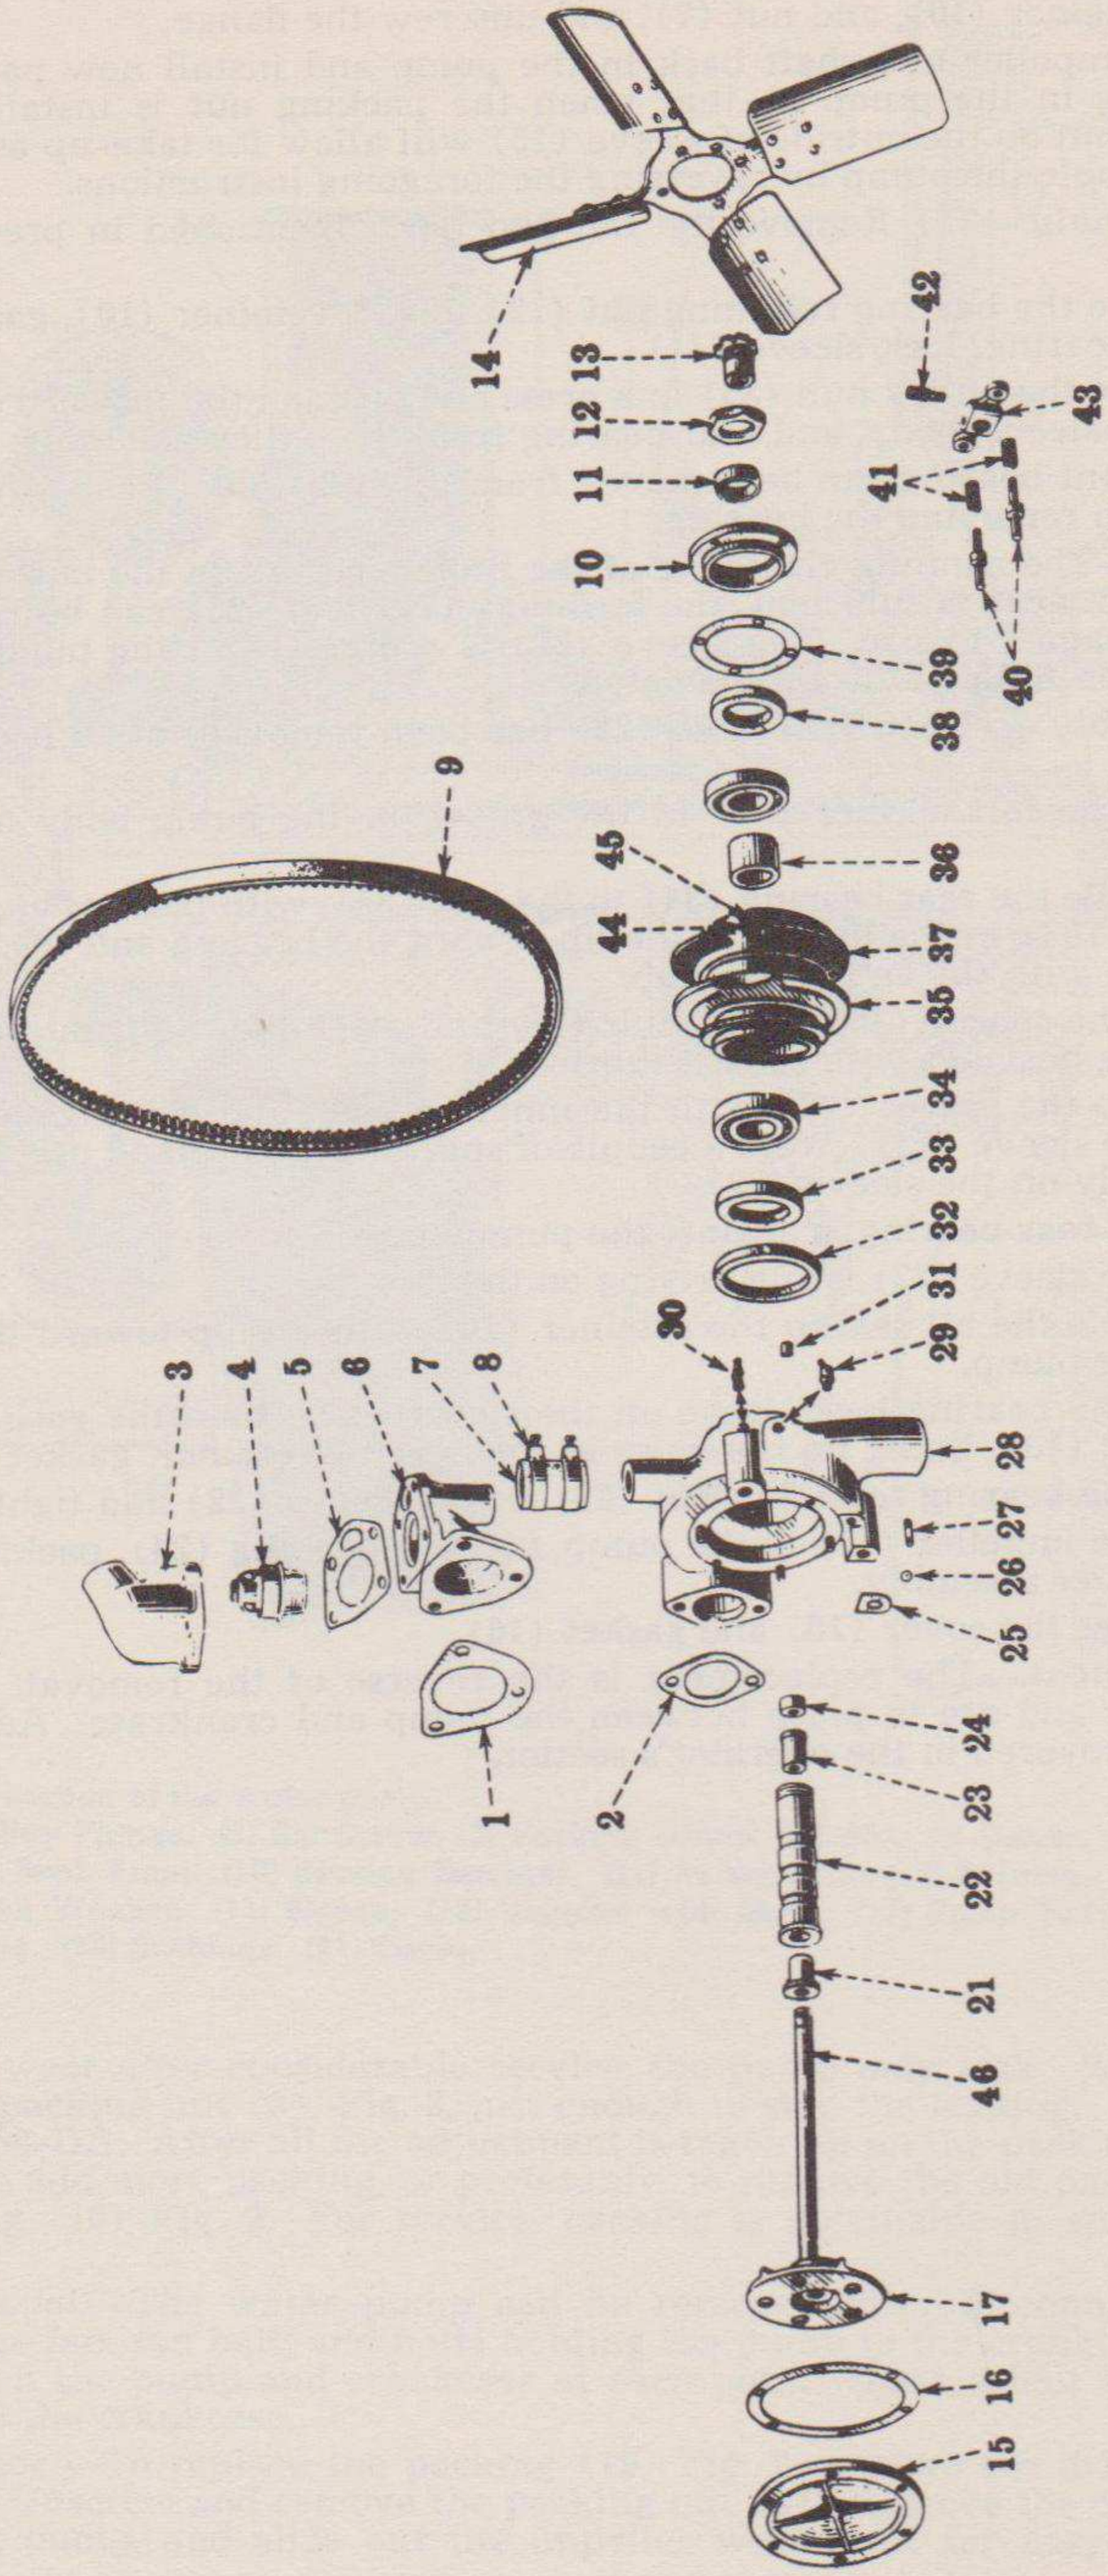

Fig. 3—Exploded view of the water pump.
d. Disassembly.—(1) Remove the fan and parts mentioned in preceding paragraphs.
(2) Remove the bearing retaining nut (12), Fig. 3, retainer (10), gasket (39), oil seal (38) and bearing, lock sleeve (11).
(3) Support the pulley hub (35) in a press and push on the forward end of sleeve (22), removing sleeve, body, and rear bearing from the pulley assembly.
(4) The front bearing can be removed from the hub (35). Be careful to support both races when removing the bearing.
e. Repair.—The running clearance of the impeller shaft in the bushings is .0015" to .0025". When wear is sufficient, the bushings (21) and (23) can be replaced with service parts reamed to size. The sleeve (22) is a press-fit in the pump body (28). The shaft (46) is .6215"-.6220" in diameter.
f. Reassembly.—(1) If the sleeve (22) has been removed, press it back into the body (28).